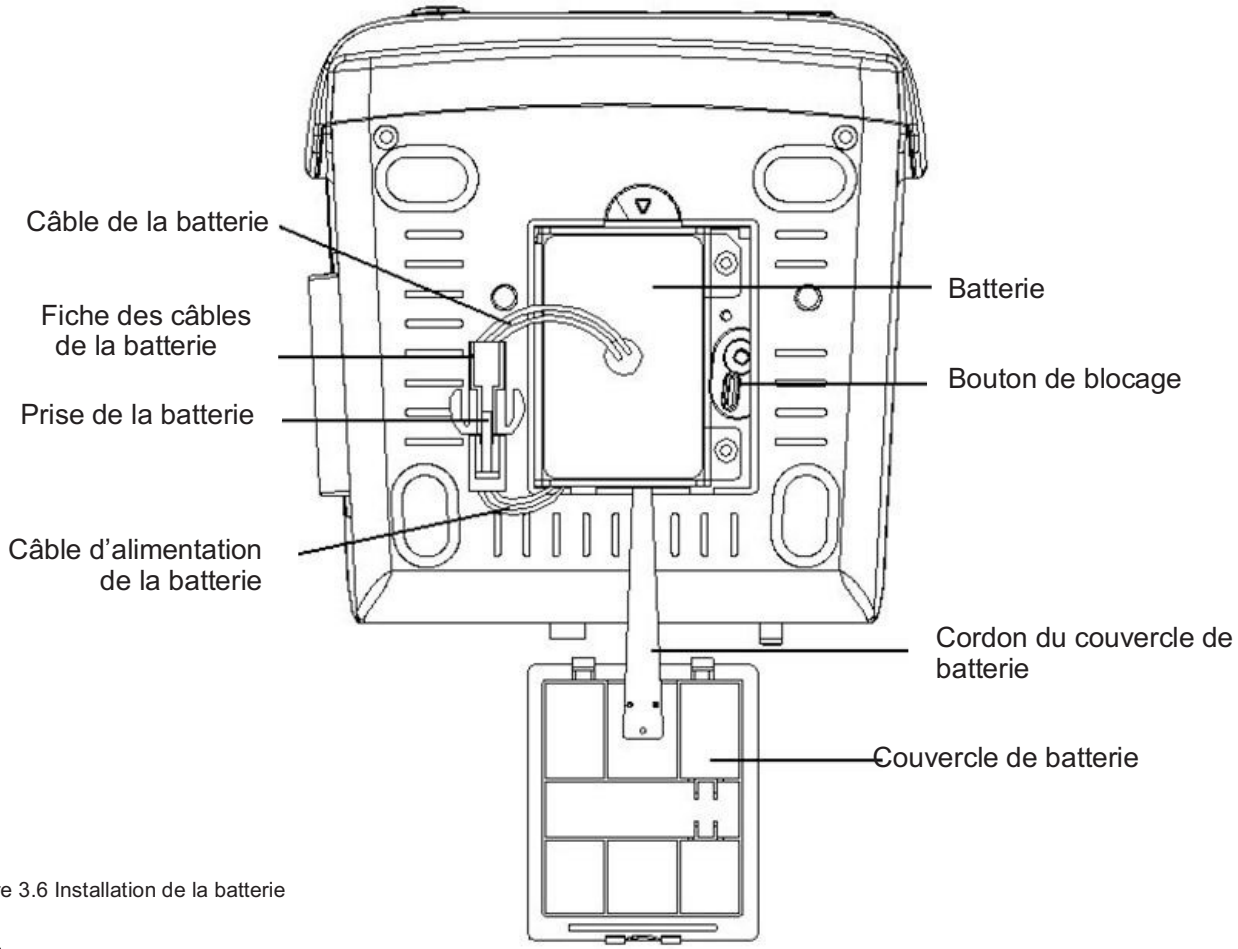

Figure 3.6 Installation de la batterie
4. Brancher la fiche des câbles de la batterie sur la prise de la batterie dans le bon sens, comme indiqué sur la figure 3.6.